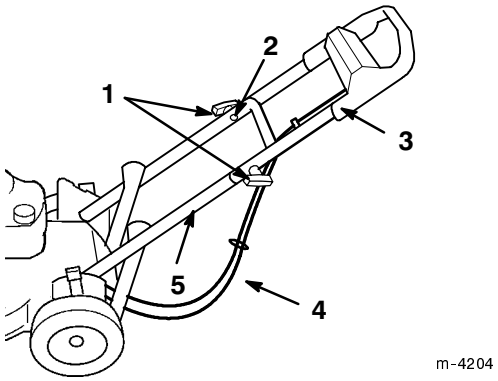

Figur 3
5. Se till att kablarna dras under och bakom det nedre handtaget enligt anvisningarna i figur 3.